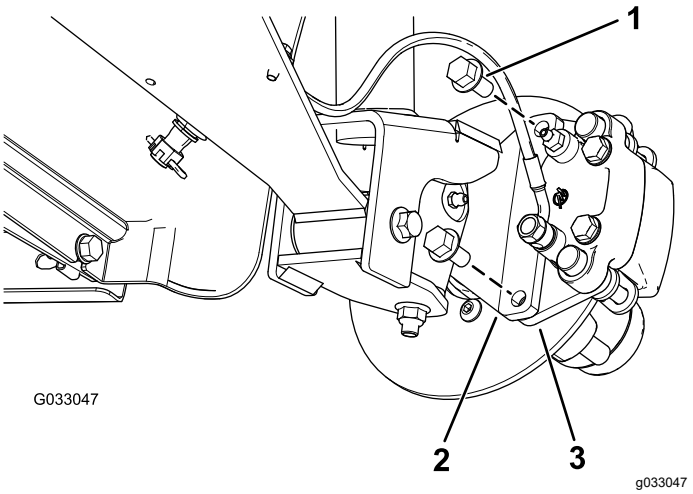
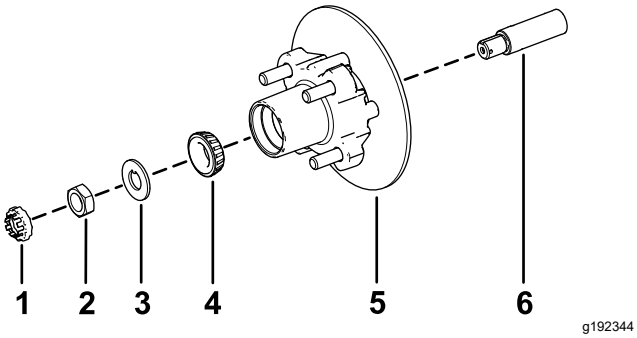

Figura 32
Figura 36
3. Retire los pernos con arandela prensada (⅜" x ¾") que sujetan el soporte del conjunto de freno al eje y separe el freno del eje (Figura 32).
1. Aplique una ligera capa de grasa del tipo especificado en el eje (Figura 36).
2. Monte el cubo y el rotor en el eje con el rotor hacia dentro (Figura 36).
3. Monte el cojinete exterior en el eje y acople el cojinete al anillo de rodadura exterior (Figura 36).
4. Monte la arandela con pestaña en el eje (Figura 36).
5. Enrosque la tuerca en el eje y apriete la tuerca a 15 N·m, girando el cubo para asentar el cojinete (Figura 36).
2. Alinee las pastillas de freno en cada lado del rotor (Figura 32) y los taladros del soporte de la pinza con los taladros de montaje del freno de la mangueta (Figura 36).
3. Sujete el soporte de la pinza a la mangueta (Figura 32) usando los 2 pernos con arandela prensada (⅜" x ¾").